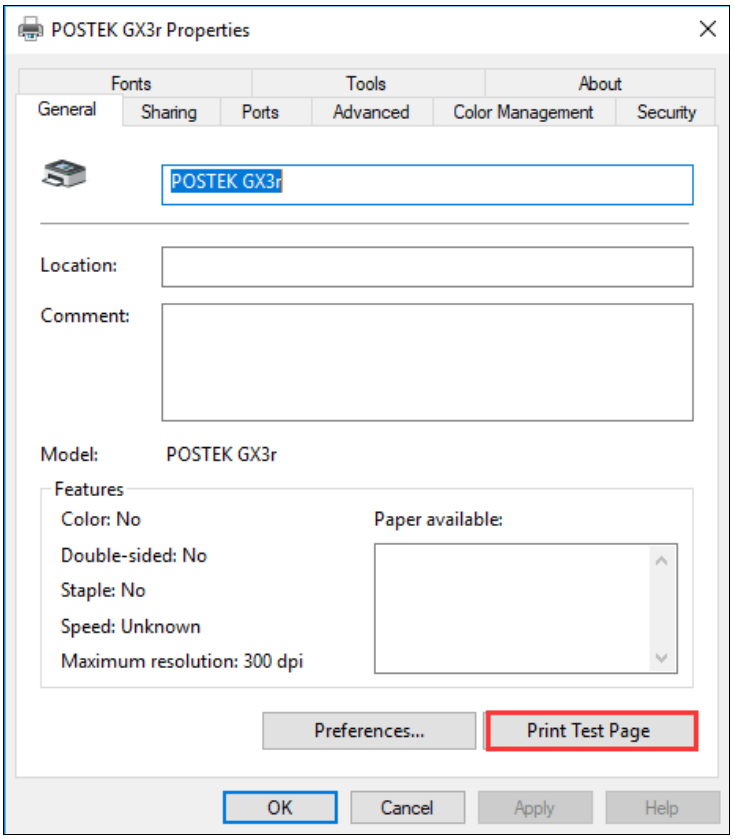

Figure 2-37 Print Test Page
9. Print a test page to see whether the printer is connected properly, as shown in Figure 2-37.